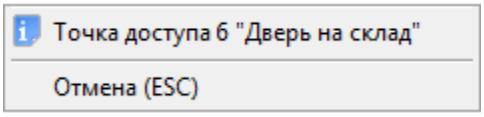

Рисунок 8-160 Контекстное меню для точки доступа при отсутствии у оператора прав на предоставление доступа
– Нет прав на предоставление доступа (см. Рисунок 8-160).